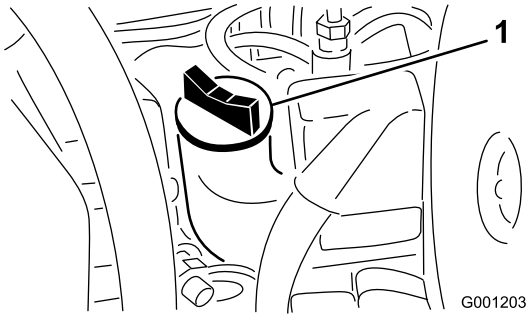

Figur 23
3. Hvis olieniveauet er under FULL-mærket, skal du fjerne påfyldningsdækslet (Figur 23) og fylde olie på, indtil niveauet når FULL-mærket. **Fyld ikke for meget på.**.